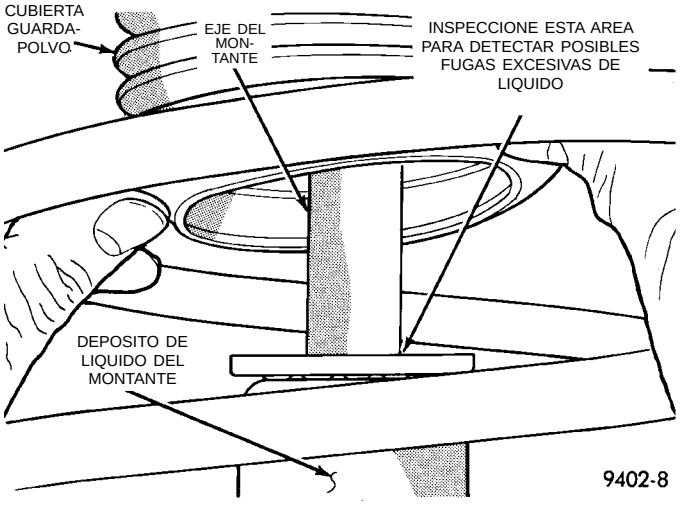

Fig. 9 Inspección de fugas en el conjunto del montante
(3) Levante la cubierta guardapolvo (Fig. 9) e inspeccione el conjunto del montante para detectar si hay evidencia de fuga de líquido en el extremo superior del depósito de líquido (se considera fuga real a la corriente de líquido que corre hacia abajo por el costado y gotea en el extremo inferior de la unidad). Una pequeña cantidad de líquido rezumado entre el tirante radial y el retén del eje del montante no es anormal y no afecta al funcionamiento del conjunto del montante. Inspeccione también los topes de suspensión para detectar posibles signos de daños o deterioro.